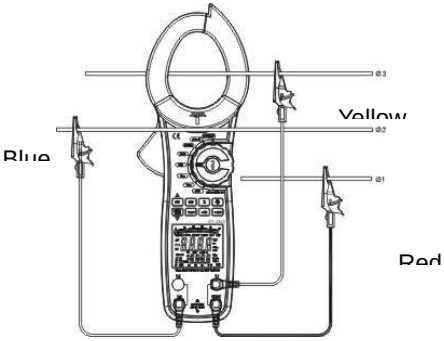

Figure 15
- When measuring 3 phase 3 wires, Hold **SEL** for 5 seconds and the Meter show 3ø3W, press **SEL** again for 5 seconds to exit 3 phase 3 wires ,connecting the Meter as figure 15.
In figure 15 ∑**W = W2 + W3.**